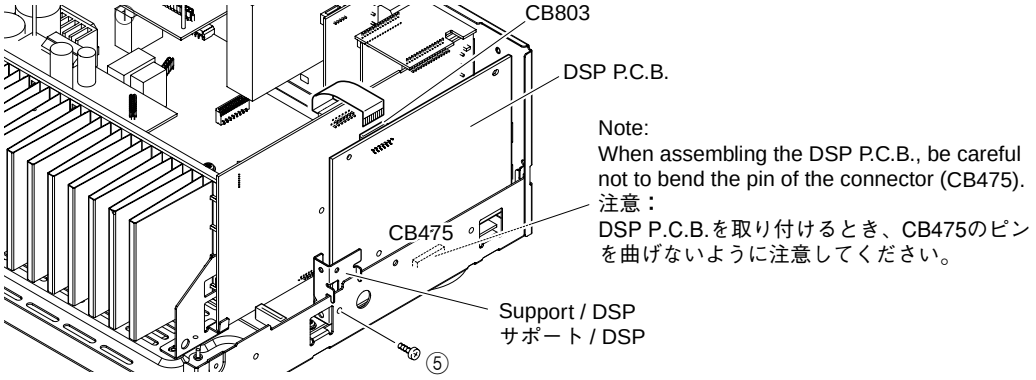

Fig. 2
a. Remove 1 screw (⑤). (Fig. 2)
c. Remove CB803. (Fig. 2)
d. Remove the DSP P.C.B. with the Support/DSP. (Fig. 2)
a. ⑤のネジ1本を外します。（Fig. 2）
c. CB803を外します。（Fig. 2）
d. DSP P.C.B.をサポート/DSPと共に取り外します。（Fig. 2）